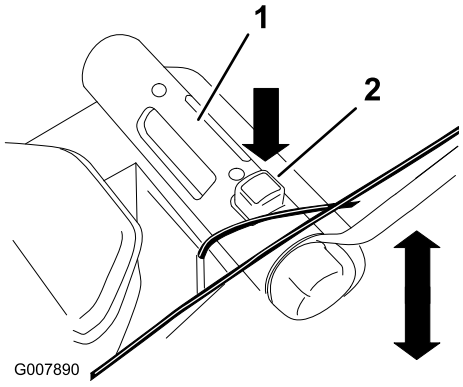

Figur 17
4. Trykk ned justeringsknappen for klippehøyde, og ta tak i justeringshåndtaket for klippehøyde for å justere klippehøyden opp eller ned (Figur 17).